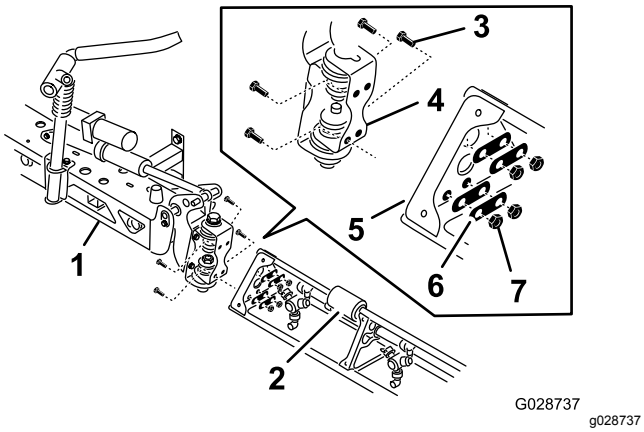

Figur 30
2. Rotera varje tappfäste i änden på centersprutrampssektionen tills fästena har riktats in vertikalt (Figur 30).
4. Montera gångjärnsplattan på den triangelformade plattan med de fyra flänsskruvar, fyra bromslameller och fyra flänslåsmuttrar som du tog bort i steg 1 i enlighet med Figur 30.
6. Montera stångänden på sprutrampens lyftcylinder med hålen i hornet på tappfästet (Figur 30).
7. Fäst stångänden vid tappfästet med en sprintbult och en hårnålssprint (Figur 30).